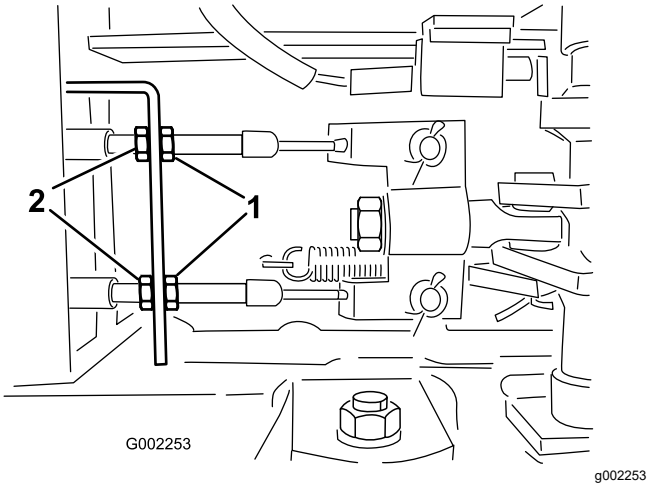

Figura 100
5. Afloje las contratuercas delanteras de los cables de freno, debajo del extremo delantero del fumigador (Figura 100).
6. Apriete las contratuercas traseras en la misma cantidad hasta que el pedal de freno recorra entre 1 a 2 cm antes de que se note resistencia (Figura 100).